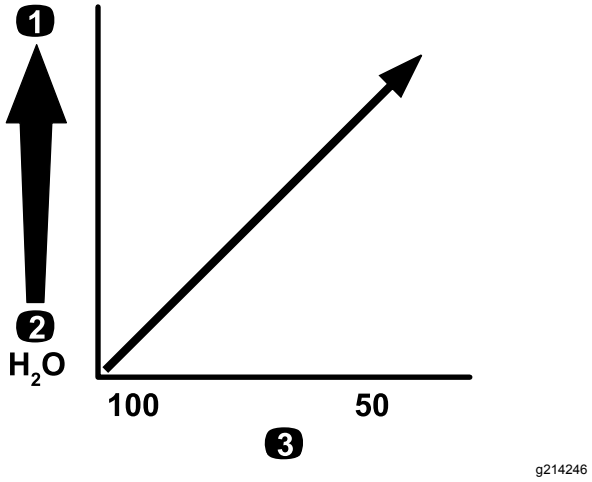

**Figuur 27**
***Belangrijk:*** **Als u chemicaliën met een hogere viscositeit (dikker) of oplossingen met bevochtigbare poeders gebruikt, dient u mogelijk een gaas met grotere openingen te gebruiken voor het optionele spuitdopfilter; zie Figuur 27.**